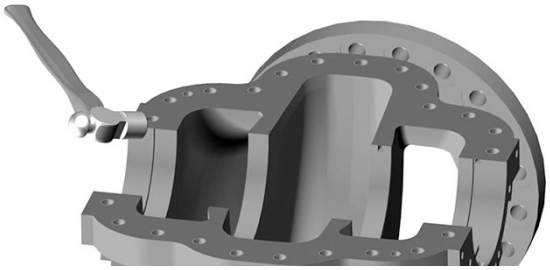

Figure 35: Trimming casing gasket using a bell-peen hammer
16. Slide the bearing cap onto the bearing body and alternately tighten the bearing gland capscrews so as not to "cock" the bearing gland. If not done properly, this will cause the bearing to bind. (see Figure 35)